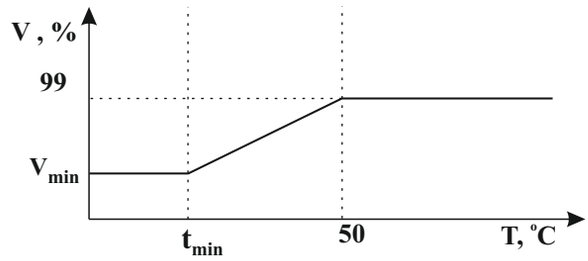

Рис.1 Зависимость скорости вращения вентилятора от температуры конденсатора.
4.3. Прибор осуществляет регулирование скорости вращения вентилятора в зависимости от измеренной температуры на конденсаторе кондиционера. График изображен на рис.1.